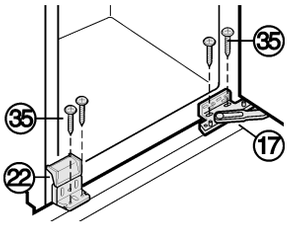

*Fig. 33*
▶ Apparaat onderaan vastzetten: Zet het apparaat vast met schroeven *Fig. 33 (17)* door de lagerbus *Fig. 33 (35)*.
▶ Zet de vouwhoek *Fig. 33 (22)* met schroeven *Fig. 33 (35)* op de bodem van de kast vast.
▶ Klap de afdekking van de vouwhoek *Fig. 33 (22)* dicht.